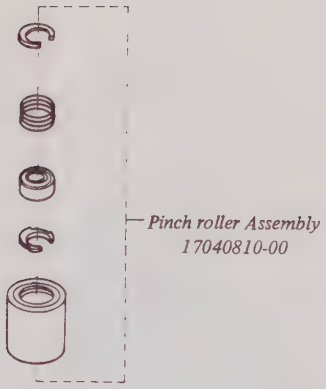

Fig. 5-11
- Replace pinch roller assembly as a whole. (Fig. 5-11)